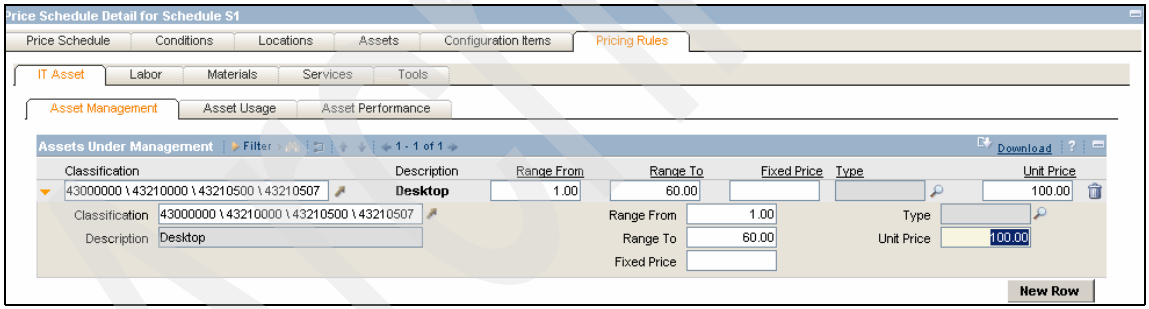

Figure 12-16 Assets Under Management 1 to 60 assets
15. Populate the fields using this information, as shown in Figure 12-16: